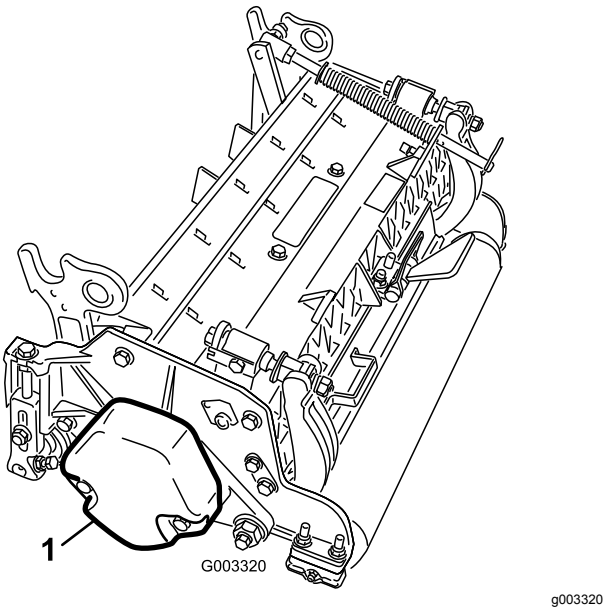

Figur 4
4. Sørg for, at kontravægten (Figur 4) er monteret i den rigtige ende af klippeenheden som beskrevet i *betjeningsvejledningen* til klippeenheden.